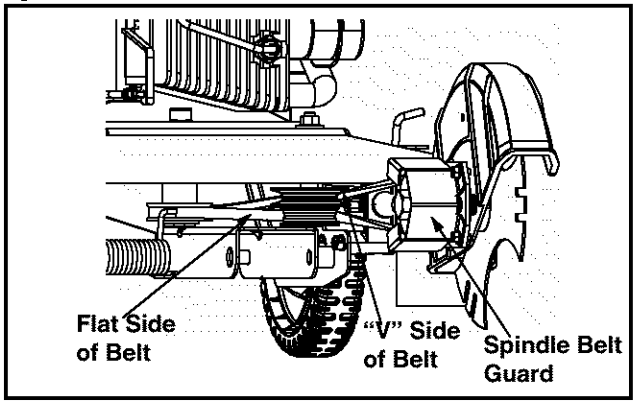

**Figure 15**
**IMPORTANT:** To aid in reassembly, note the orientation of the drive belt on the two idler pulleys and the engine pulley prior to performing the following steps. Refer to Figure 15.
**IMPORTANT:**Make certain that the "V" side of the belt is seated into the top pulley and the flat side of the belt is seated into the bottom pulley. See Figure 15.